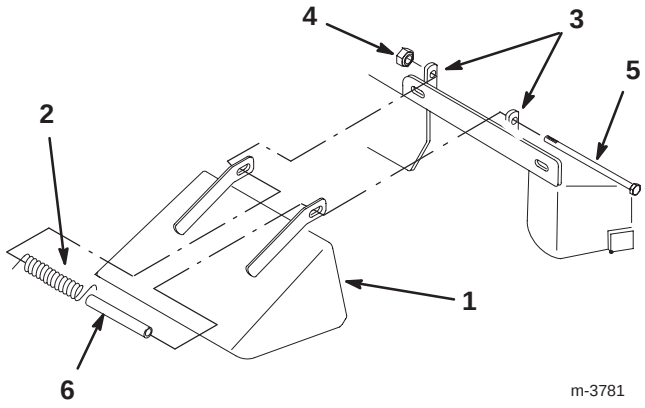

Figure 46
1. Remove the locknut, bolt, spring, and spacer that hold the deflector to the mounts (Fig. 46).
2. Straighten the deflector mounts if they are bent (Fig. 46).
6. Ensure that there is downward spring force on the deflector (Fig. 46).
7. Tighten the bolt and locknut until they lightly contact the pivot brackets (Fig. 46).